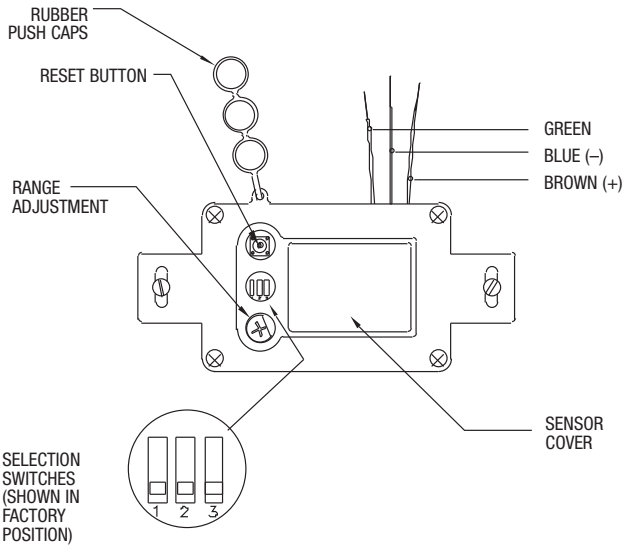

Figure 13
STEP 10 – Test and Adjustment (Figure 13)
- **To Make A Range Adjustment –** Remove the rubber push caps. The range adjustment is shown in Figure 13. Using a small screwdriver, turn the range adjustment clockwise to increase range (maximum range is 60") or counterclockwise to decrease range (minmum range is 12").
- **Switch Settings** (Figure 13)